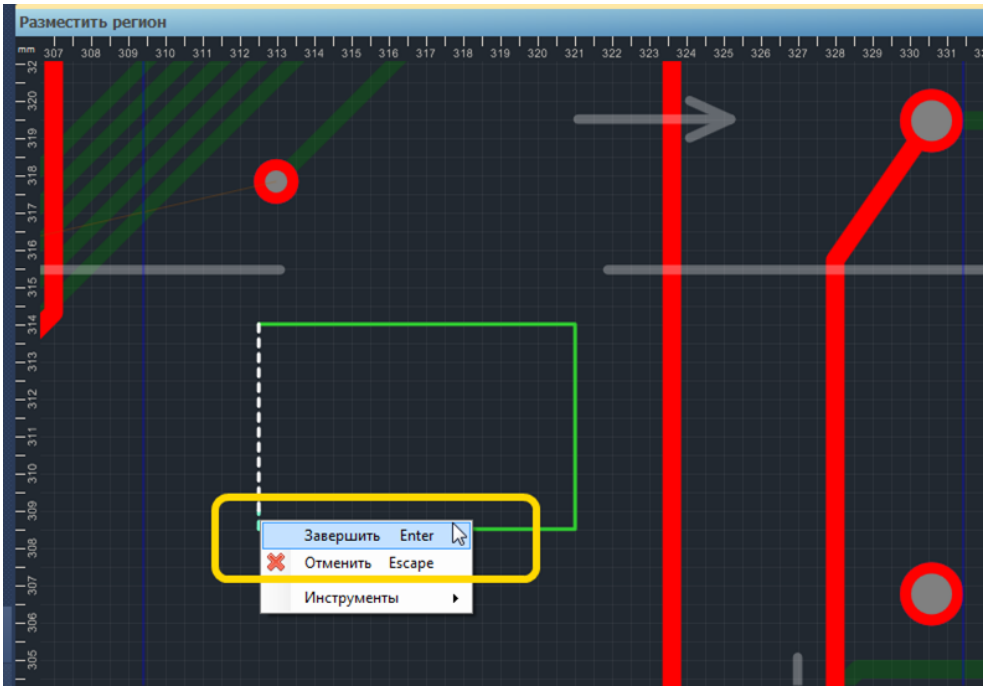

Рис. 715. Регион размещен на плате
3. Подтвердить размещение региона, нажав клавишу «Ввод», или выбрав пункт «Завершить» в контекстном меню. Регион будет размещен, см. Рис. 715.